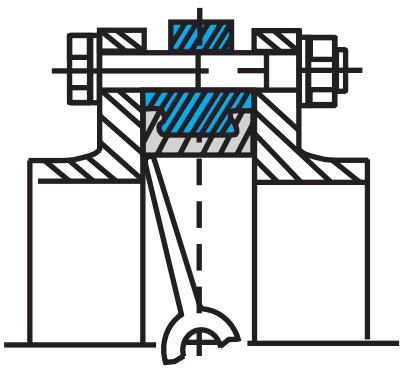

Рис. 1 (неправильно)
- Использование фланцев с внутренним диаметром меньше номинального диаметра затвора может привести к блокировке диска, что в свою очередь вызовет серьезное повреждение диска поворотного затвора (рис. 1). Для фланцев изготовленных согласно стандартам указанным в таблице выше при правильной установке затворов ABRA, такой неприятности не случится.